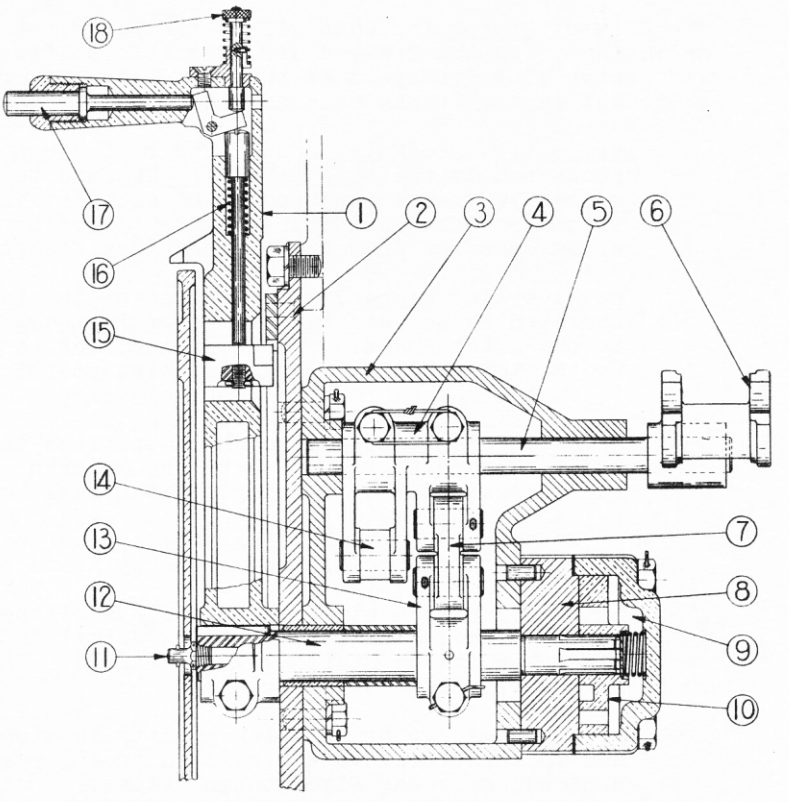
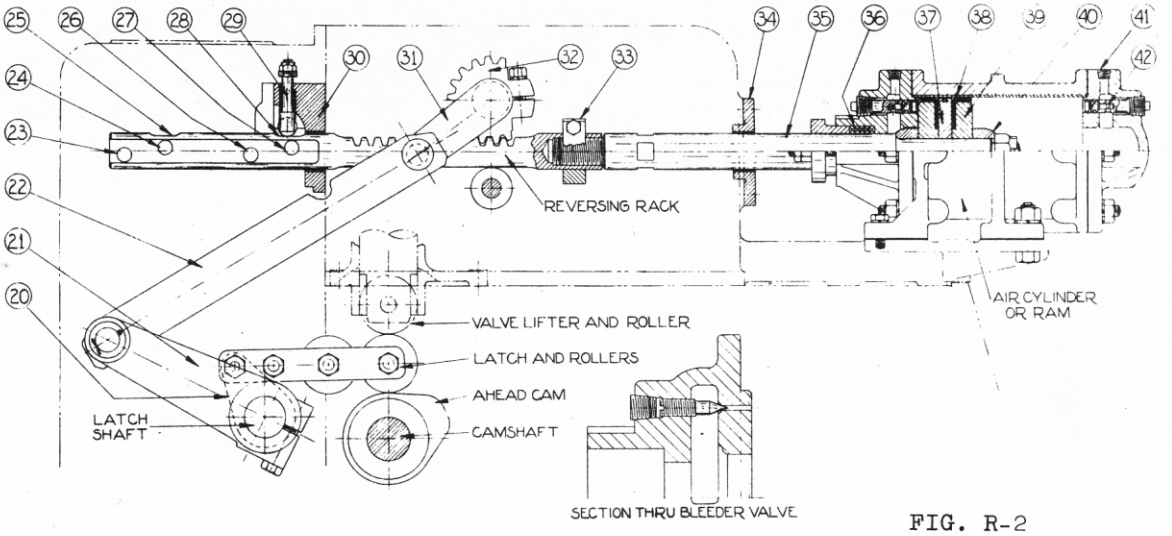
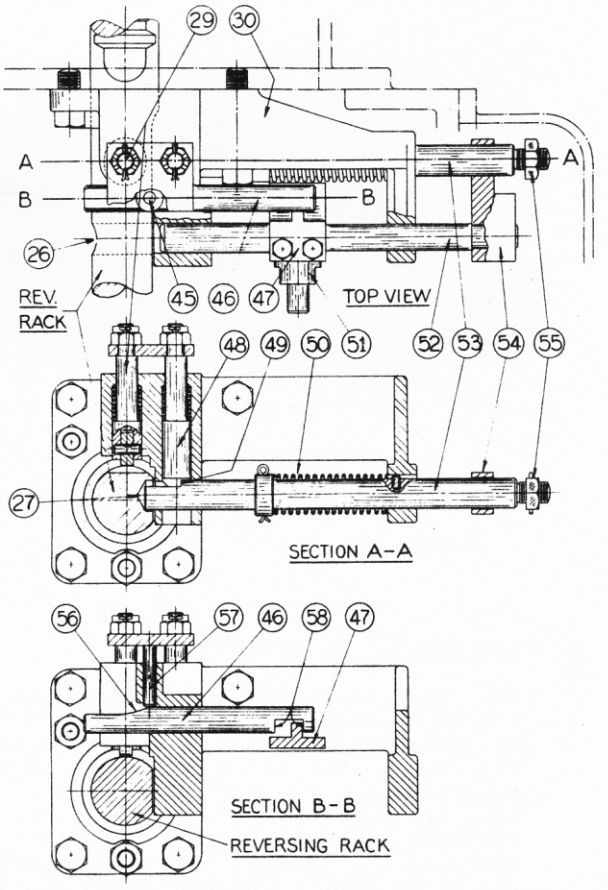
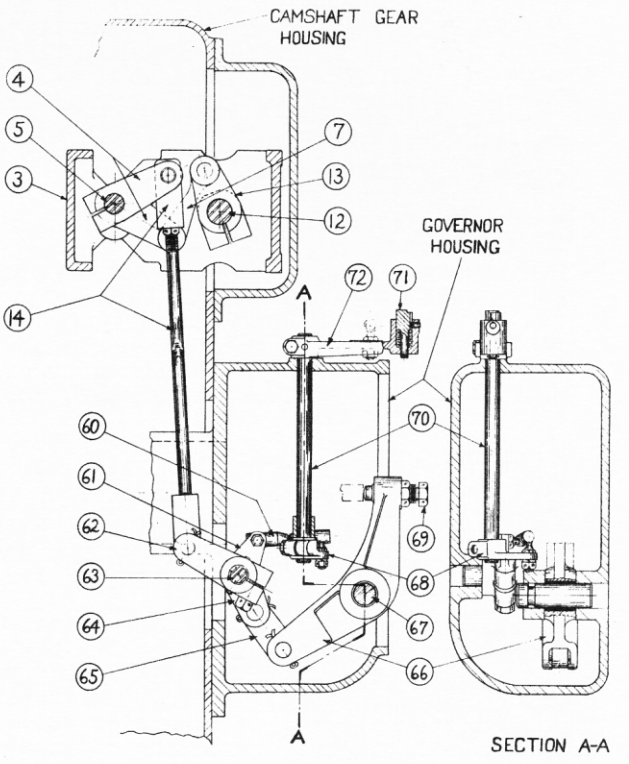

FIG. R-1
FIG. R-2
FIG. R-3
FIG. R-4
Referring to Fig. R-1 control lever (1) and disc type control valve (10) are mounted on a common shaft (12) which in turn is bearinged in housing (3) and valve body (8). (In Fig. R-1 the control lever is shown in a horizontal position and the section through housing (3) is also taken in the horizontal plane.) Housing (3) is fastened and doweled to plate (2) to which the control sectors, and front plate are also clamped. Plate (2), in turn, is clamped to the camshaft gear housing and is doweled to it at the factory after the entire assembly has been located correctly.
The construction of control lever (1) and its operating mechanism is clearly shown in Fig. R-1. Depressing handle button (17) releases latch (15) from engagement with the quadrant clamped to plate (2). Upon release of the handle button spring (16) raises latch (15) and locks the control lever to plate (2). By depressing the handle button and at the same time depressing and turning knob (18) the control lever may be permanently disengaged from plate (2).
In Atlas engines AHEAD and ASTERN cams are mounted side by side on the camshaft. Referring to Fig. R-2 it will be noted that latches equipped with two rollers are interposed between the cams and the valve lifter rollers. The two latch rollers are offset and lined up relative to the cams in such a manner that in the AHEAD position of the latches one set of rollers contact the AHEAD cams while at the same time the other set of rollers are free of the ASTERN cams. (Astern cam not shown
in Fig. R-2). Thus in the position shown in Fig. R-2 the AHEAD cams actuate the latches which in turn actuate the valves by means of the lifters, pushrods and rockers.
Referring to Fig. R-2 the latch rollers turn on shouldered steel pins which are bolted between the two latch shanks. In the inlet, exhaust and starting air latches, spacers between the shanks of the latches and the sides of the rollers establish the positions of the rollers in line with the cams. The fuel valve latch does not require any spacers since only one cam is used and both rollers are in line. The rollers all have a clearance of .001" to .002" on the pins and a side clearance of 1/64".
The latches are fulcrumed on levers (20) which are keyed to the latch shaft which in turn is mounted on cast iron bearings bolted to the side of the centerframe. (Bearings not shown on Fig. R-2.) At the aft end the latch shaft is connected to the air ram reversing rack by means of levers (21) and (31), link (22) and pinion (32). In the AHEAD position shown in Fig. R-2 link (22) and lever (31) are in line. (For illustrative purposes shown slightly out of line on the Fig. R-2.) Consequently forces and reactions resulting from the operation of the cams and latches cannot be transmitted to the reversing rack. In the ASTERN position lever (31) has turned 180° and is consequently again in line with link (22).
The latch shaft is rotated from the AHEAD to the ASTERN position, or vice versa, by a double acting air cylinder or ram which is connected to the latch shaft by means of the reversing rack, and pinion (32) and levers (31) and (21) and link (22). (See Fig. R-2.) The air ram in turn is operated by the disc control valve described in paragraph 1. The ports and passages in this valve and its body are so arranged that when the control lever is moved from one direction of rotation toward the starting position in the other direction of rotation, air under the reduced pressure of 160 lbs. per sq. inch is admitted to one side of the piston in the air cylinder while the other side is connected to the atmosphere.
Referring to Fig. R-2 the piston assembly is made up of disc (37) provided with one bronze piston ring, cup leathers (38) and followers (39). On each side of the
The adjustment of the air cylinder piston rod relative to the reversing rack should be as follows: Bar the reversing rack over until the piston is up against the cylinder head as shown in Fig. R-2. After removing the top cover on the reversing rack housing and loosening the screw in split collar (33) a wrench can be applied to the milled flats on piston rod (35) and it can be turned relative to the reversing rack. Keeping the piston against the cylinder head the piston rod should then be screwed in or out of the reversing rack until the center of holes (26) and (27) coincide with interlocking pins (52) and (53) (See Fig. R-3) mounted in interlocking pin and guide bracket (30). With the air cylinder piston at the other extreme of its stroke holes (23) and (24) should line up with the interlocking pins. If this is not the case the stroke of the air cylinder piston must be changed slightly and this may be accomplished by adding or taking out gaskets between the air cylinder and the heads. The total stroke of the air piston should be 7 1/16".
Fork (6) in Fig. R-1 engages crosshead guides (51) (See Fig. R-3). Only one crosshead guide is shown. The other guide is under crosshead (47) on the other side of pin (52). Further referring to Fig. R-3 crosshead (47) is fastened to interlocking pin (52) which consequently is positively operated by the control lever (Lever 1 in Fig. R-1). Interlocking pin (52) moves to the left if the control handle is moved
toward the starting position in either the AHEAD or ASTERN direction. Movement to the left is stopped by the reversing rack however if this is not in either the AHEAD or ASTERN positions. In the AHEAD positions hole (26) is in front of the interlocking pin and in the ASTERN position hole (23) (See Fig. R-2) is in line with the pin permitting it to enter these holes and lock the reversing rack. If however the reversing rack should be at some point between the AHEAD and ASTERN positions pin (52) and consequently the control lever will be stopped from further movement until the air cylinder has shifted the reversing rack, and consequently the latches, to the AHEAD or ASTERN position as the case may be. The point at which the control lever will be stopped if the shifting has not taken place is located approximately half way between SLOW and FAST on the control quadrant.
Referring to Section A-A in Fig. R-3, pin (53) is spring loaded and if not restrained by lever (54) and nut (55) or by pin (48) it will snap into either of holes (24) or (27) whenever either of these holes are in front of the pin, that is whenever the reversing mechanism is either in the AHEAD or in the ASTERN positions. It cannot snap into the holes in the reversing racks for any intermediate position and cannot enter holes (23) or (26) since these are offset.
Assume now that the control lever is in the STOP position and the engine either stopped or stopping. Interlocking pin (52) is then at its extreme position to the right (See Fig. R-3). Lever (54) has contacted nut (55) and has withdrawn the spring loaded pin (53) so that reversing rack is free to move and the air cylinder can shift the reversing mechanism as required. Once the spring loaded pin has been withdrawn it is tripped in the disengaged position by pin (48) engaging shoulder (49) on the pin. This trip is released either by movement of the air cylinder and reversing rack or by movement of the control lever to a point slightly below the point at which lever would be stopped by pin (52) if the latches were not in the correct running position.
Referring to Fig. R-2 the reversing rack is provided with depressions (25) and (28) one for the AHEAD and the other for the ASTERN position. As soon as the air ram starts to move the reversing rack from the position it had when the spring loaded pin was tripped in the disengaged position roller follower (29) (See Figures R-2 and R-3) will be raised releasing the trip. The spring loaded pin can then lock the reversing rack as soon as it has arrived in its correct position for AHEAD or ASTERN as the case may be.
All adjustments for the locking mechanism shown in Fig. R-3 have been properly set at the factory and should not require any attention. If the reversing mechanism does not function properly the fault is most likely to be found in the air cylinder. In that case the air cylinder piston and cup leathers (38) (See Fig. R-2) should be investigated first of all.
The connections between control lever shaft (12) and the governor and fuel cut-out mechanism are shown in Fig. R-4. (Refer also to Fig. R-1. Parts have same reference numbers in both figures.)
As explained in paragraph 5, the control lever is connected to lever (66) (See Figures R-4 and R-6). When the control lever is moved toward FAST the top of lever (66) moves inwardly and this motion is transmitted to pin (14) by screw (69). Thus the tension of the governor spring is increased and hence the engine speed is increased. Moving the control lever toward SLOW lowers the tension of the governor spring and the engine slows down.